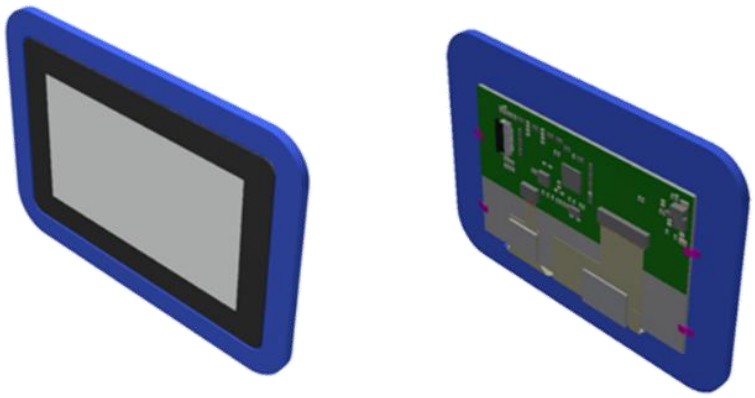

Figure 1. General view of the module
Note 1. Contrast Ratio (CR) is defined mathematically as below, for more information see Figure 1.